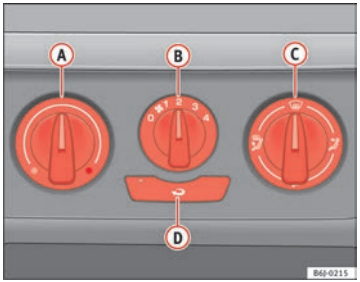

Fig. 86 Heating controls on the dash panel
– Turn the temperature selector (A) ⇒ fig. 86 anti-clockwise.
– Turn blower switch (B) to any of the head settings 1 -4.
– Set the airflow to the desired direction using air distribution control (C).
– Turn the temperature selector (A) ⇒ fig. 86 clockwise to select the desired temperature.
– Turn the temperature selector (A) ⇒ fig. 86 clockwise to reach the maximum temperature.
– Turn the blower switch (B) to setting 4.
– Close outlet (3).
– Open and turn outlet (4) towards side windows
– Turn the temperature selector (A) ⇒ fig. 86 to the heating area.
– Turn blower switch (B) to any of the head settings 2 -3.
– Close outlets (3)
– Open and turn outlets (4) towards side windows